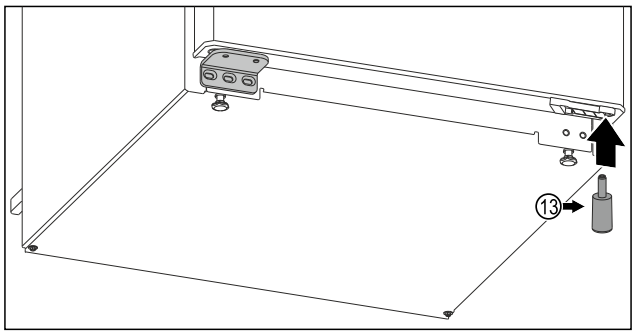

*Fig. 18 For appliances without a 4-star freezer compartment**
- ▶ Insert the spacer *Fig. 18 (13)* back under the right-hand side of the door, as it is important for the stability of the appliance.*